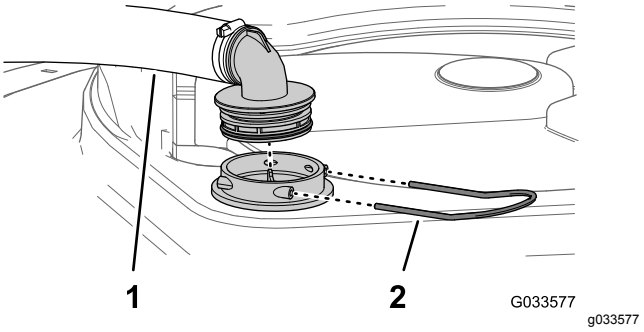

Figuur 77
2. Verwijder bovenaan de spuittank de borgclip waarmee de slangfitting bevestigd is aan de grote slang van de behuizing van de zuigkorf (Figuur 77).
3. Verwijder de slang en de slangfitting van de behuizing van de zuigkorf (Figuur 77).